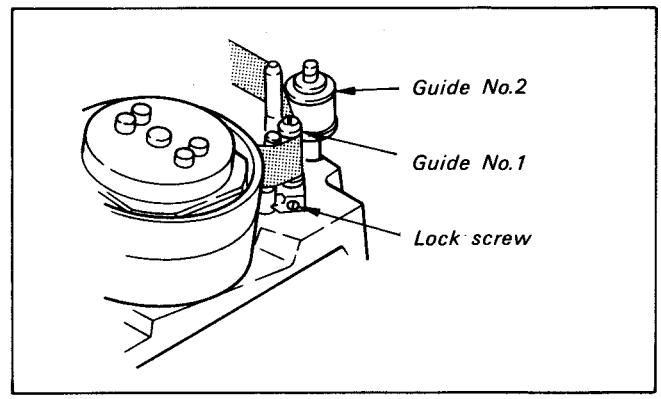

Fig. 2-58
3) Confirm that the waveform on the inlet side is free from variations for five seconds, the tape is controlled by the upper flange of guide No.3, while the lower flange lifts up, and the tape is controlled by the lower flange of guide No.2 (See Fig. 2-58).